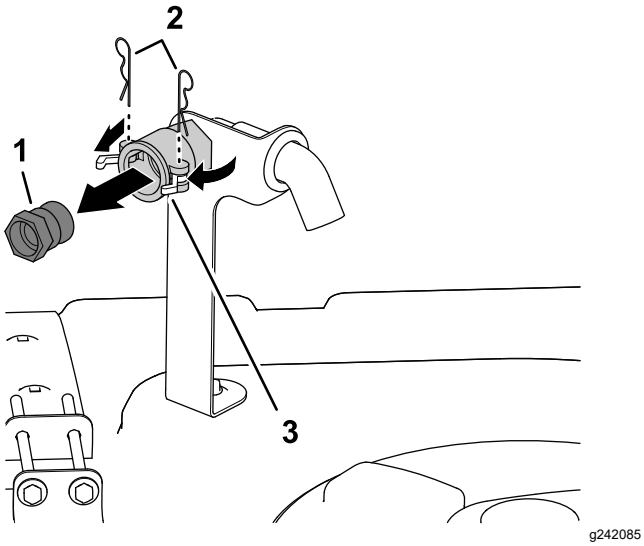

Figur 3
1. Ta bort de två hårnålssprintarna på den främre, högre sidan av tanklocket som håller fast spärrhakarna för snabbkopplingen till påfyllningsreservoaren med antihävertfunktion (Figur 3).
2. Lossa snabbkopplingens fäste från snabbkopplingen genom att vrida på spärrhakarna (Figur 3).
3. Ta bort fästet från snabbkopplingen (Figur 3).
4. Stäng spärrarna och montera hårnålssprintarna i snabbkopplingens flänsar (Figur 3).